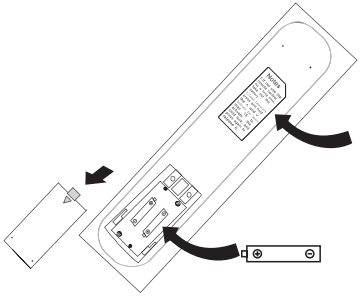

Рис. 5.3
1. Снимите крышку батарейного отсека, сдвинув ее в направлении, указанном стрелкой (рис. 5.3).